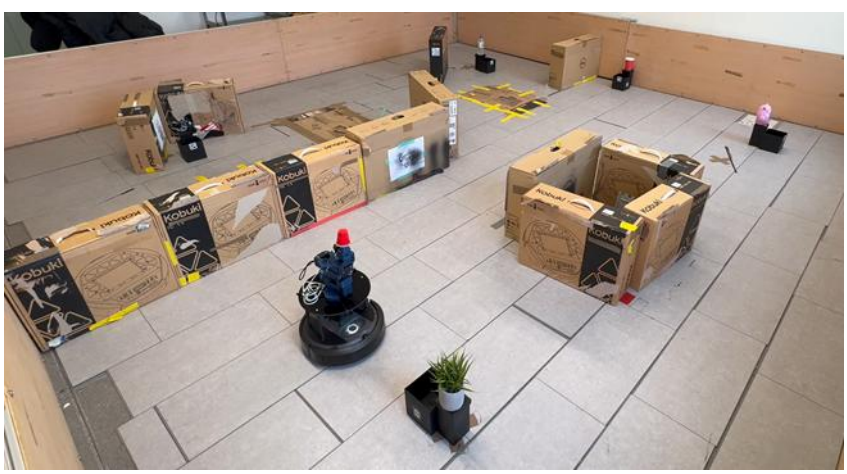

Figure 1: Example Environment Layout with 5 Objects and Multiple Obstacles
- The contest environment will be $4.87 \times 4.87$ m$^2$, Figure 1. The environment will consist of 5 scene objects, obstacles and 5 garbage bins. The 5 scene objects are common household objects: 1) a plastic cup, 2) a water bottle, 3) a clock, 4) a potted plant, and 5) a toy motorcycle. Each scene object has a garbage bin directly in front of it with an AprilTag attached to the bin. One manipulable object (i.e., a cup) will be placed on top of the Turtlebot 4 on its top plate by the Instructor/TAs on contest day. The coordinates of the manipulable object in the arm base frame, and the coordinates of the scene objects in the world frame, will be provided by the Instructor/TAs on contest day. A test set of object coordinates will be provided for development purposes during the lab sessions.